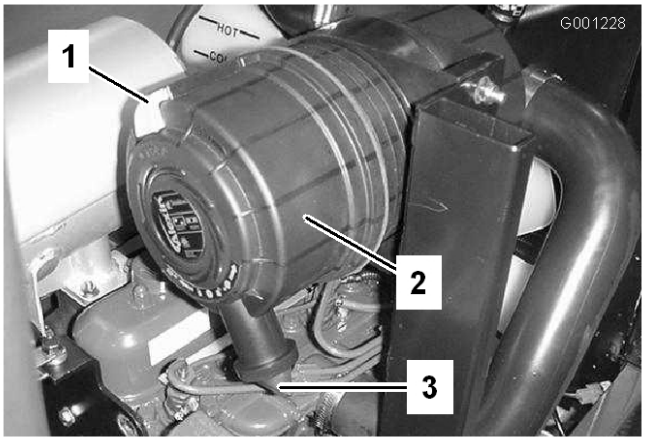

Figur 46
1. Dra i spärrhaken utåt och vrid luftrenarkåpan motsols (Figur 46).
2. Ta bort kåpan från luftrenarstommen (Figur 46).
8. Montera kåpan och placera gummiutloppsventilen i ett nedåtriktat läge, ungefär mellan kl. 5 och kl. 7, när du tittar på den från änden (Figur 46).